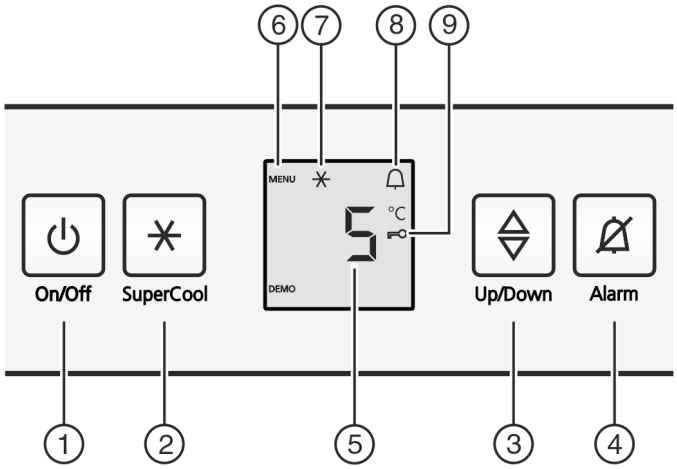

Fig. 2
▶ Apăsaţi tasta On/Off *Fig. 2 (1)*.
▶ Tasta SuperCool *Fig. 2 (2)* trebuie apăsată aproximativ 5 secunde.
▷ Pe afişaj apare simbolul Meniu *Fig. 2 (6)*.
▶ Confirmaţi printr-o scurtă apăsare a tastei SuperCool *Fig. 2 (2)*.
▷ Simbolul protecţiei pentru copii *Fig. 2 (9)* se aprinde pe afişaj.
▶ Apăsaţi scurt tasta On/Off *Fig. 2 (1)*.
▶ Apăsaţi tasta Alarm *Fig. 2 (4)*.
▶ Accesarea funcţiei de reglare a temperaturii: Apăsaţi tasta de reglare *Fig. 2 (3)*.
▶ Modificarea temperaturii în paşi de 1 °C: Apăsaţi tasta de reglare *Fig. 2 (3)* în mod repetat, până când la indicatorul de temperatură apare valoarea dorită.